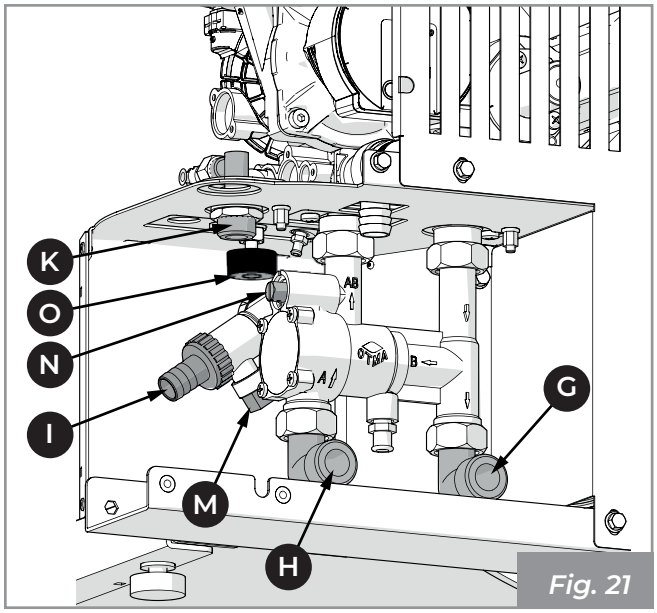
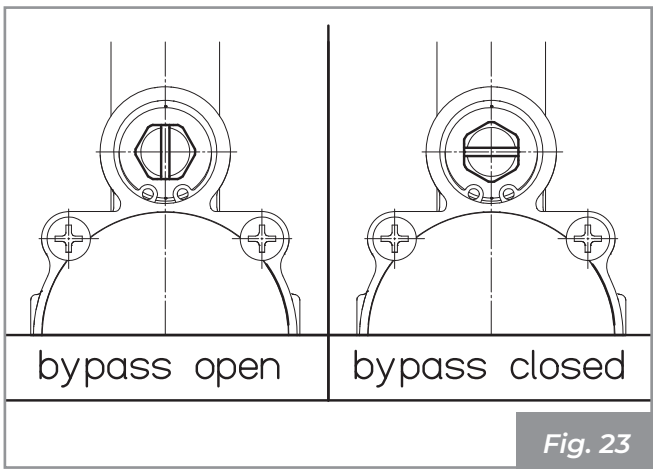

Fig. 21
Fig. 23
6.4 Boiler system fluid filling/top-up mode (Fig. 21 ÷ Fig. 23)
Close the bypass tap present in the anti condensation valve (**Fig. 23**).